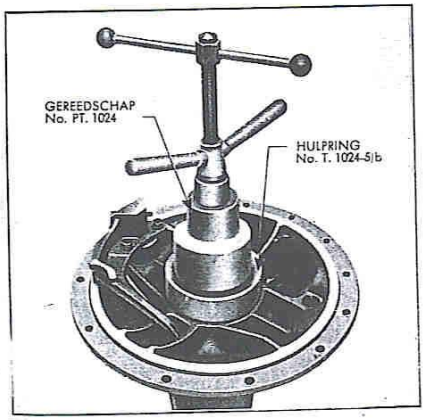

Afb. 8 - Het verwijderen van een differentieellager-loopring.
1. Om de loopringen van de differentieellagers te verwijderen gebruikt men gereedschap No. PT. 1024 met hulpring No. T. 1024-5/b en de halve ringe T. 1024-5/a. Zet de halve ringen om de lagerloopring in het midden op de van het gereedschap. Draai de grote vleugelmoer vast om de loopring uit huis te trekken (zie afb. 8).